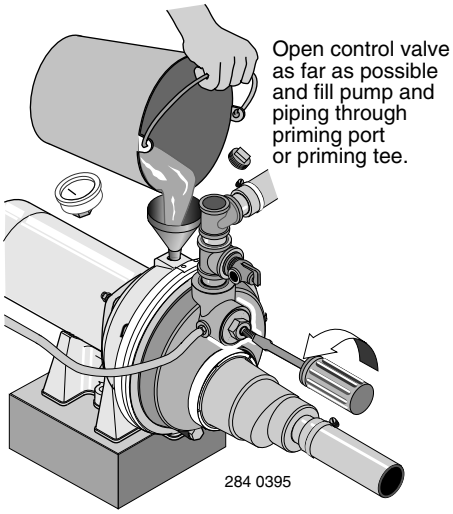

Figure 18: Open Control Valve
1. Open the control valve as far as possible (see Figure 18). Then remove the priming plug from the pump and fill the pump, fill all piping between the pump and the well, and make sure that all piping in the well is full. If you have also installed a priming tee in the suction piping, remove the plug from the tee and fill the suction piping.